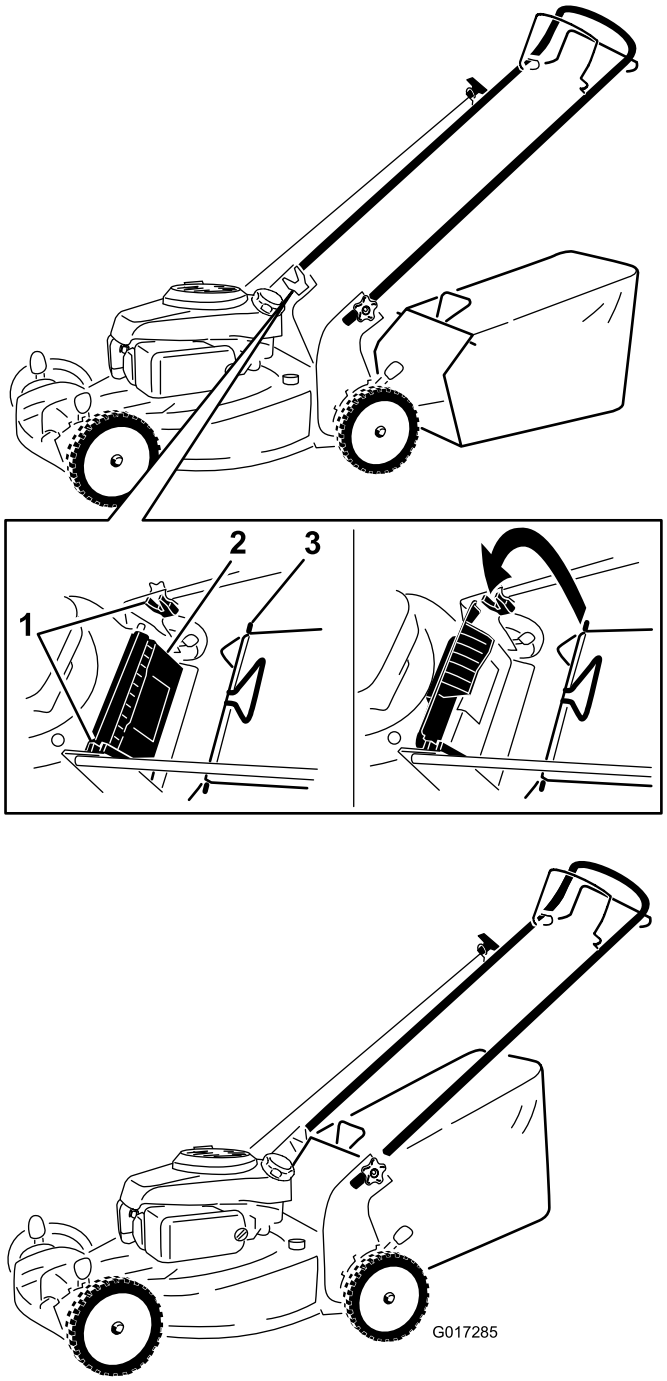

Figure 15
1. Soulevez le déflecteur arrière et maintenez-le dans cette position (Figure 15).
2. Montez le bac à herbe en veillant à placer les ergots dans les crans du guidon (Figure 15).